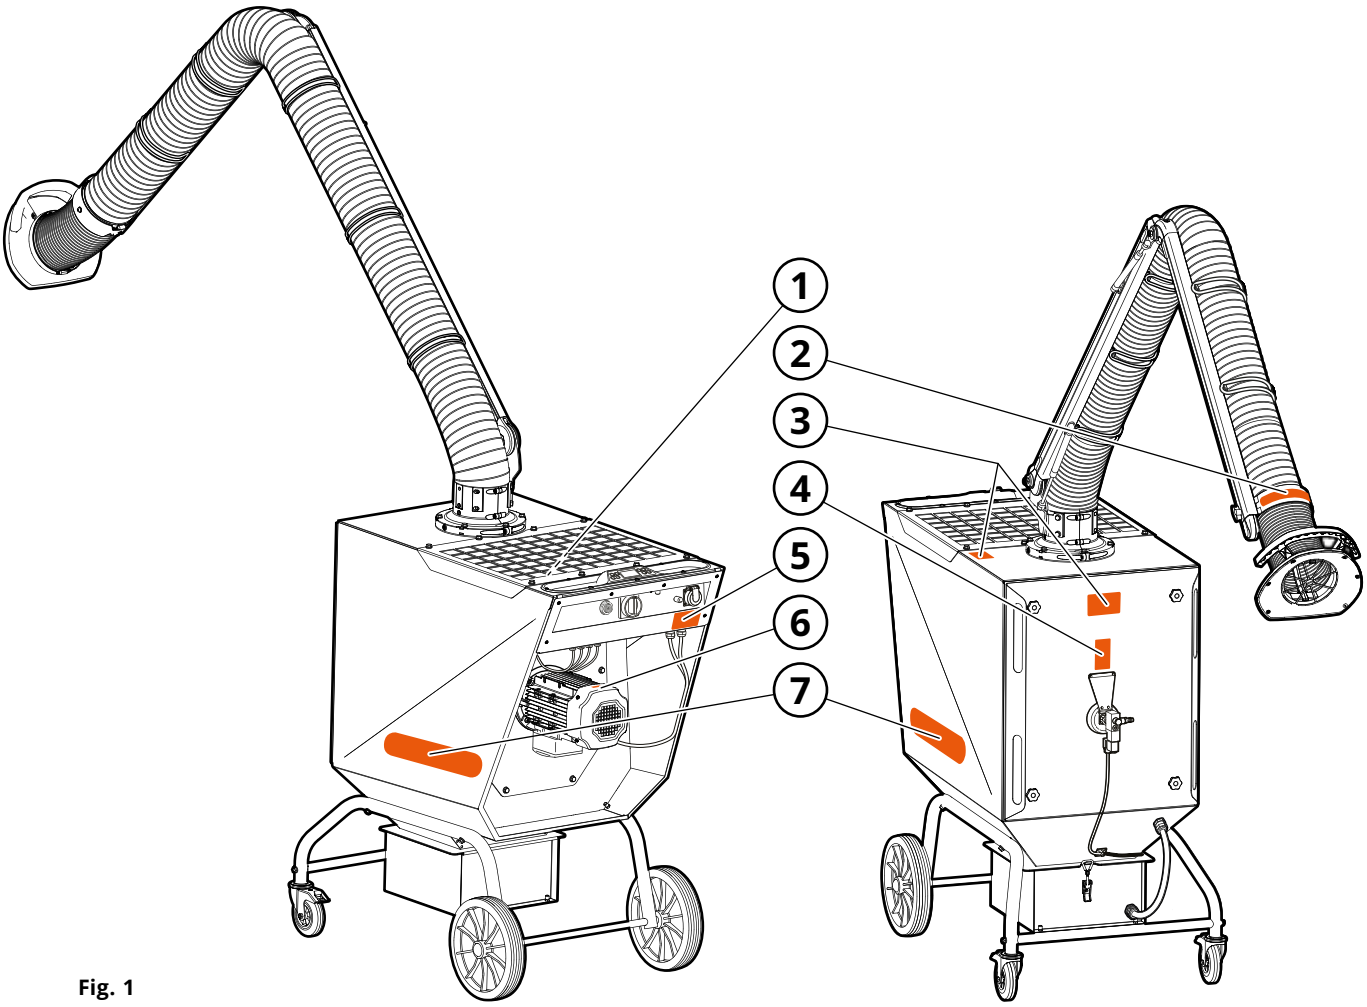
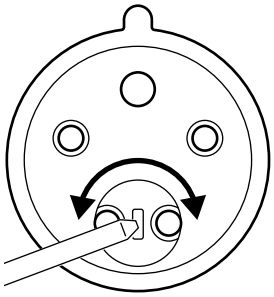

Fig. 1
Fig. 15
Según la **Fig. 1**.
3. Compruebe la dirección de rotación del motor del ventilador. La dirección de rotación del motor del ventilador se comprueba arrancando el ventilador y, a continuación, parándolo. Cuando la velocidad disminuye, se puede ver hacia dónde gira el motor a través de la tapa de protección de refrigeración del ventilador (donde está la pegatina, como se muestra en la **Fig. 1**, pos. 6). Si la dirección de rotación es incorrecta, invierta la fase del enchufe con un cincel plano tal y como se muestra en **Fig. 15**.